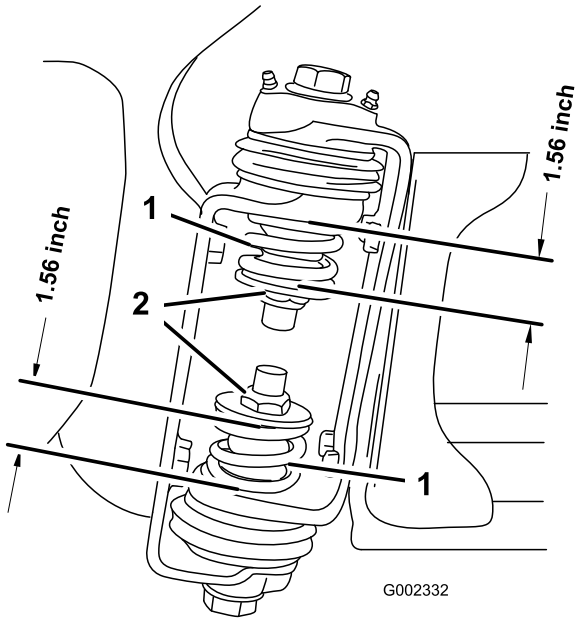

Figur 4
3. Ved bomhengselen bør du måle kompresjonen til øvre og nedre fjær mens bommene er i utstrakt posisjon (Figur 4).